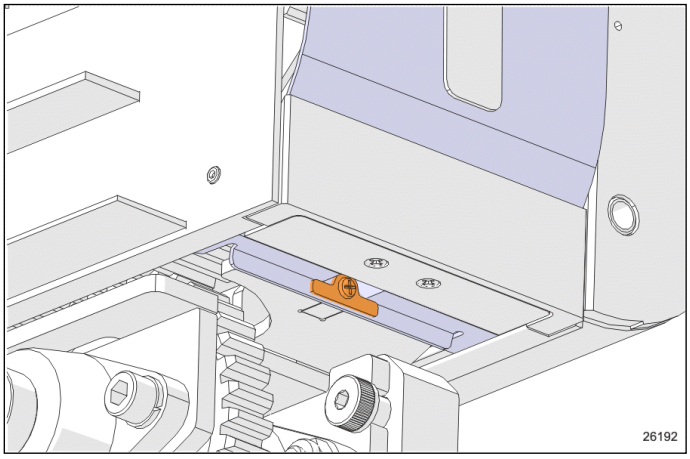

FIGURE 3: LANGUETTE ET VIS
3. Déployer le caisson. Enlever la languette et la vis qui retient le rideau flexible en place. (Figure 3) *Effectuer cette opération des deux côtés.*